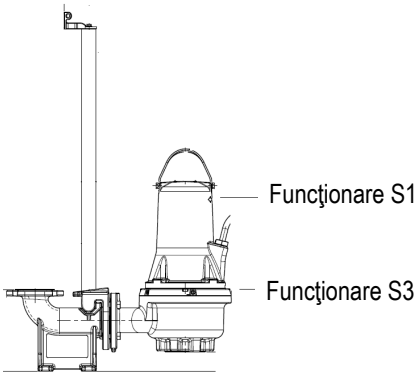

Fig. 2 Niveluri de oprire
- **Exploatare S1** (exploatare continuă), pompa trebuie să fie întotdeauna acoperită de lichidul pompat până la partea superioară a motorului. Vezi fig. 2.
- **Exploatare S3** (exploatare intermitentă), pompa trebuie să fie mereu acoperită de lichidul pompat până la partea superioară a corpului pompei. A se vedea fig. 2 (doar pentru versiuni nu antiexplozive).